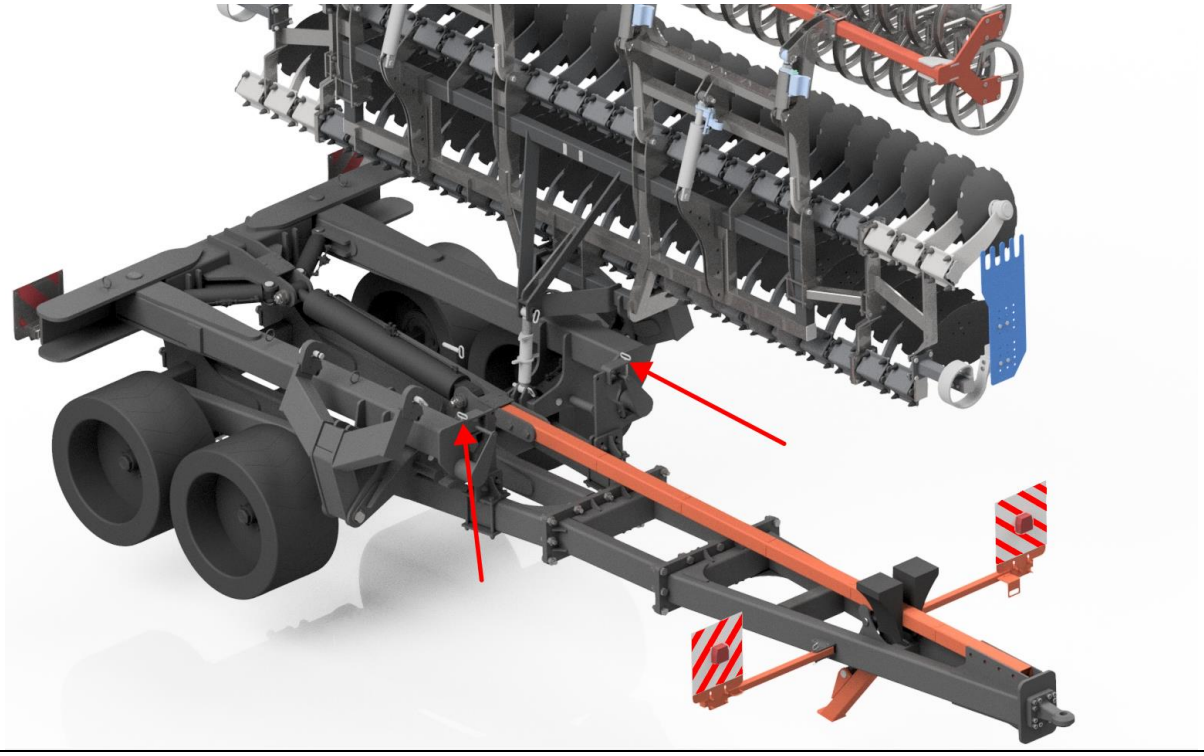

*Rysunek 44 Lokalizacja sworzni zapobiegających przed rozłożeniem skrzydeł maszyny.*
3) Wyciągnij sworznie zabezpieczające skrzydła maszyny przed samoczynnym wysunięciem się z odbojników (rys. 44),